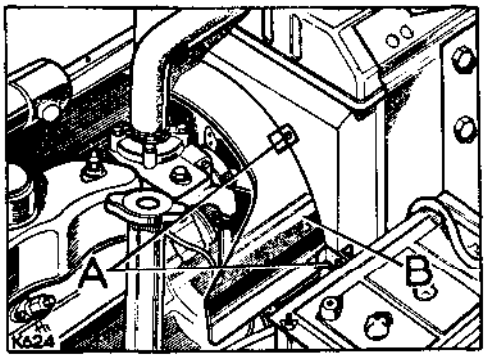

**Fig. A1-41. Fan cowl shroud fixings**
5. Refit the fan cowl shroud, referring to Fig. A1-41.